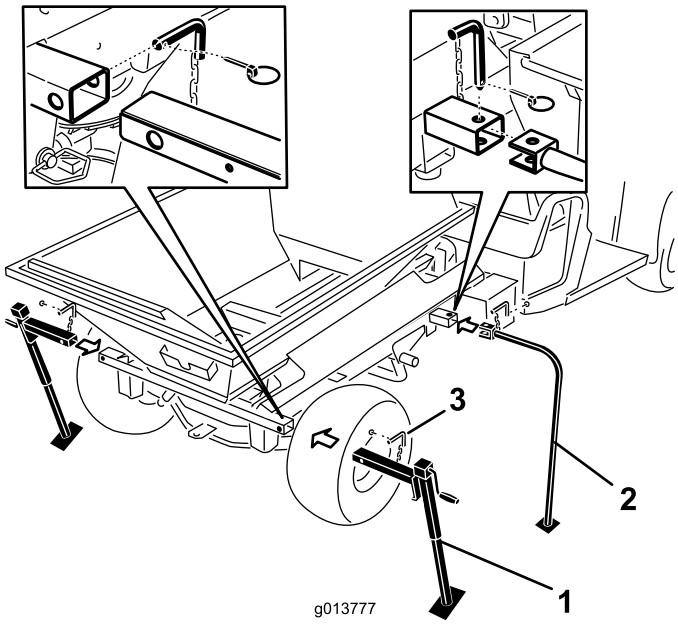

Figuur 42
7. Breng de voorste opslagpoten en de achterste kriksteunen in de buizen van de ProPass en zet ze vast met de borgpennen (Figuur 42).